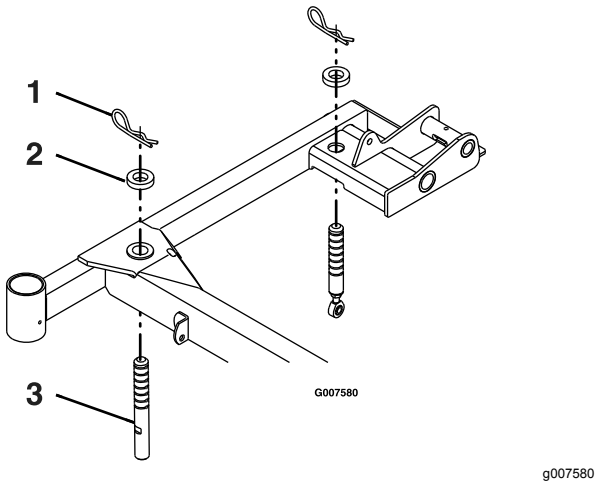

Figur 77
4. Kontrollera att alla hårnålssprintar sitter i klippdäckets höjdhål vid 7,62 cm med distansbrickor under hårnålssprintarna (Figur 77).
5. Förkorta eller förläng respektive klippdäcks-stödtapp för att få en knivspetshöjd på 7,62 cm framtill på däcket och 8,26 cm baktill på däcket (Figur 77).